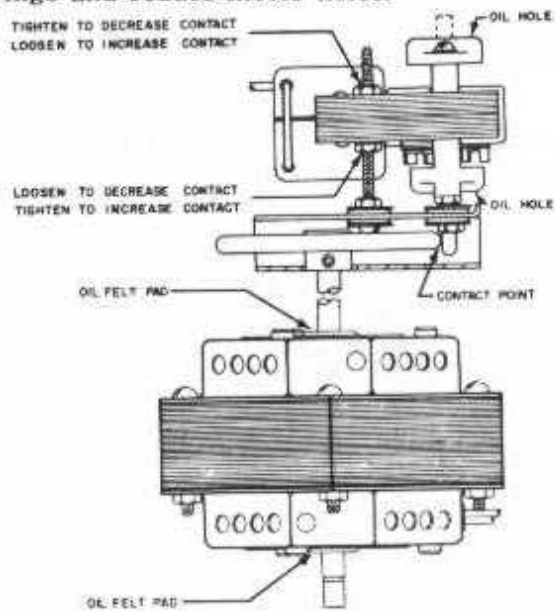

FIG. 7
3. Remove lower adjustment nut from adjustment screw. (See Fig. 7, INCREASE CONTACT ADJUSTMENT).
2. Remove adjustment nut found beneath small motor laminations. (See Fig. 7). The small motor may now be detached from the mounting bracket. Note placement of the four spacer washers on the small motor mounting screws. Proper spacing is important to efficient small motor operation.
3. Apply enough LESLIE oil or other good light machine oil to soak bearing felts of each motor. (See "Oil Hole" and "Oil Felt" points on Fig. 7). Don't add more oil than felts will readily absorb. Cleaning and lubrication of small and large motors is now complete.
2. Adjust the contact adjustment nuts on either side of the small motor lamination until the shaft no longer touches rubber tired wheel. (See Fig. 7, CONTACT ADJUSTMENT INCREASE/CONTACT ADJUSTMENT DECREASE).
4. Slowly tighten the adjustment nut (See Fig. 7, CONTACT ADJUSTMENT INCREASE) to force small motor shaft against rubber tired wheel. Continue turning this nut until drive pulley of large motor begins to turn under the belt. Don't over-tighten nut. If shaft adjustment is too tight, it won't disengage from the rubber tired wheel when the faster tremolo speed is desired.